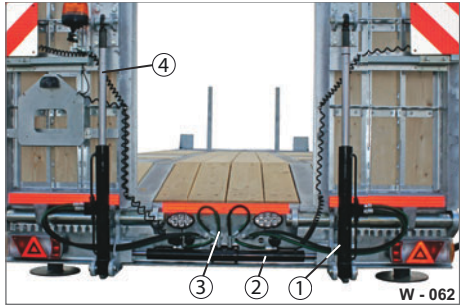

Abb. 30 Zylinder prüfen / warten
▶ Prüfen Sie die Zylinder (Abb. 30/1,2) auf Dichtigkeit (Ölverlust) und festen Sitz.
▶ Prüfen Sie die Schläuche (Abb. 30/3) auf Rissbildungen / Verformungen.